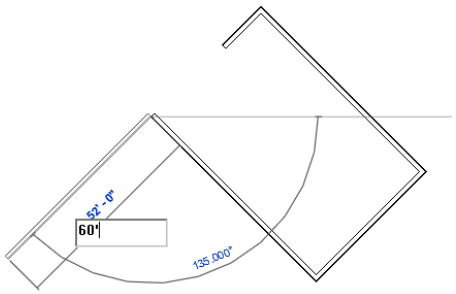

Figure 3-47 *Sketching the fifth inclined wall segment*
8. Similarly, create the fifth inclined wall segment of **60'(18288 mm)** length, as shown in Figure 3-47.